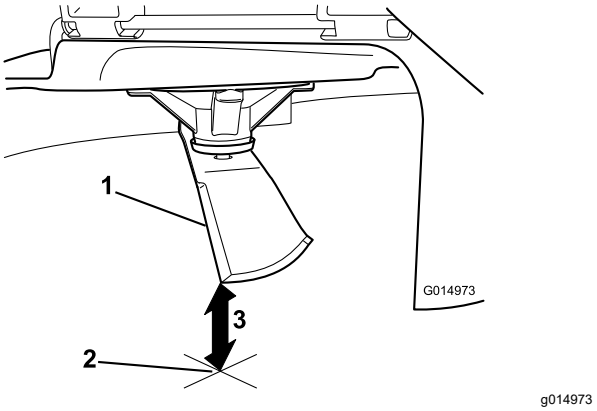

Figura 64
3. Măsurai de la vârful lamei până la suprafaa plană (Figura 64).